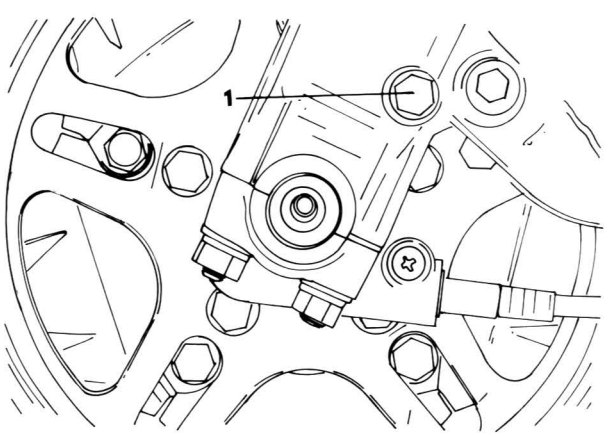

Bild 159
- Eine Wanne unter die Teleskopgabel stellen, die Ablassschraube («1» in Bild 159) entfernen und das Öl ablassen.